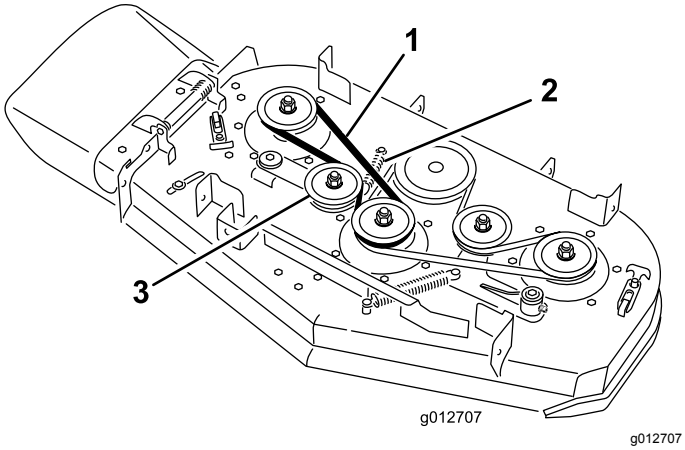

**Figur 65**
4. Fjern fjederen fra ankerpinden på styreremskivens arm (Figur 65).
5. Fjern den slidte plæneklipperrem (Figur 65).
6. Monter den nye plæneklipperrem omkring skjoldets remskiver og styreremskiven (Figur 65).
7. Monter fjederen på ankerpinden på styreremskivens arm (Figur 65).